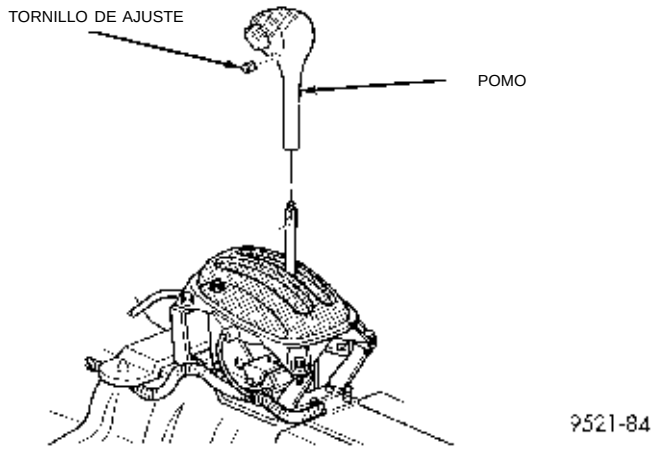

Fig. 20 Empuñadura del cambio de marchas
(1) Desconecte y aísle de la batería del vehículo, el cable negativo (-).
(2) Retire el conjunto de consola. Consulte el Grupo 23, Carrocería.
(3) Retire el tornillo de ajuste del pomo del cambio de marchas y el pomo (Fig. 20).